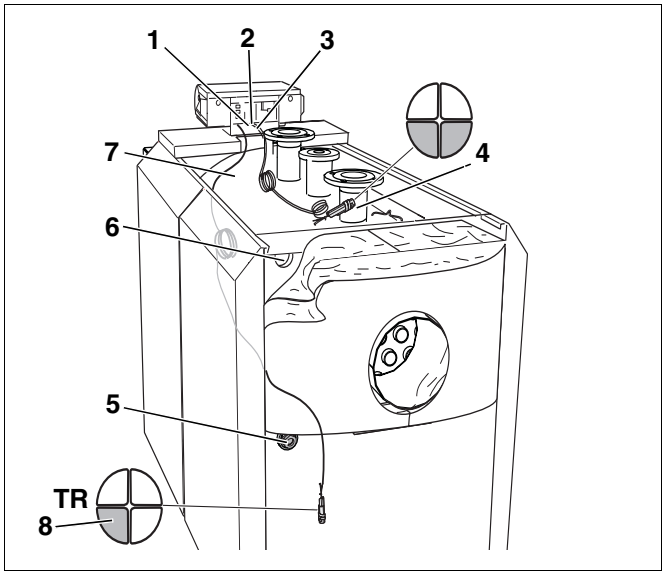

Рис. 30 Монтаж комплекта датчиков температуры на SE635
- Вставить датчик системы управления Logamatic и капиллярный датчик предохранительного ограничителя температуры (рис. 30, **поз. 3**) с 2 заглушками на четверь круга в точку замера на подающей линии котла (рис. 30, **поз. 4**).
- Проложить датчик температурного регулятора (рис. 30, **поз. 8**) сбоку по корпусу к точке замера на задней стенке (рис. 30, **поз. 5**). Здесь используйте 3 заглушки на четверть круга. Регулятор температуры обозначен как "TR".
- Лишний кабель, капиллярные трубки и провод датчика смотать и уложить на теплоизоляцию корпуса котла (рис. 30, **поз. 7**).
- Кабель горелки провести через кабельный ввод передней крышки котла (рис. 30, **поз. 2**).
- Вставить капиллярный датчик предохранительного ограничителя температуры (рис. 30, **поз. 1**), датчик температуры на системе управления и датчик дополнительного модуля ZM 427 с заглушкой на одну четверть в точку замера на подающей линии котла (рис. 30, **поз. 4**).
- Провести датчик регулятора температуры (рис. 30, **поз. 8**) в точку замера на задней стенке котла (рис. 30, **поз. 5**).